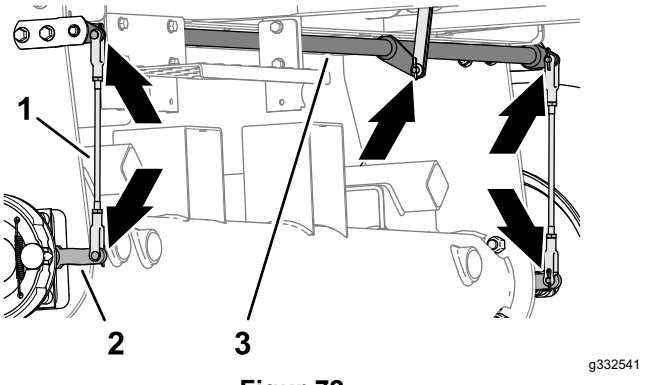

Figur 72
1. Inspiser venstre og høyre bremsestangenheter (Figur 72) for skade og slitasje.
2. Inspiser svingakselen for bremse (Figur 72) for skader og slitasje.